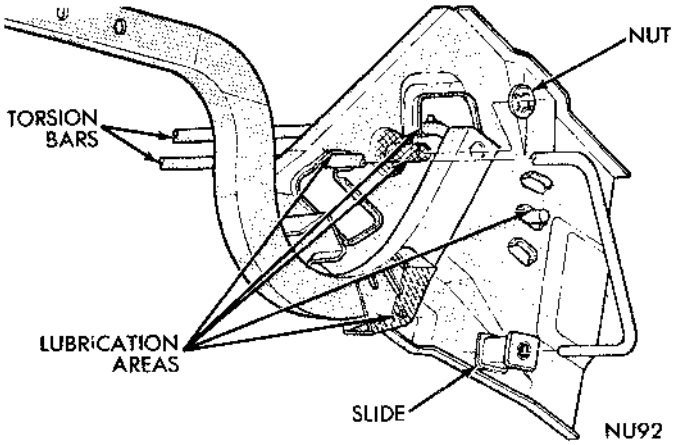

Fig. 33 - Deck Lid Torsion Bar
(1) Remove deck lid assembly and disengage torsion bar from hinge (Fig. 33) being removed.
(2) Remove hinge to hinge bracket spring nut and remove hinge.
(1) Remove torsion bar (Fig. 33) from adjustment slot.
(2) Push bar out of roller in hinge arm and remove from hinge support.